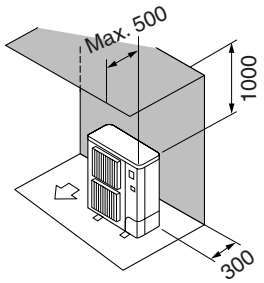

Fig. 3-6
② Obstacles uniquement à l'arrière et au-dessus (Fig. 3-6)